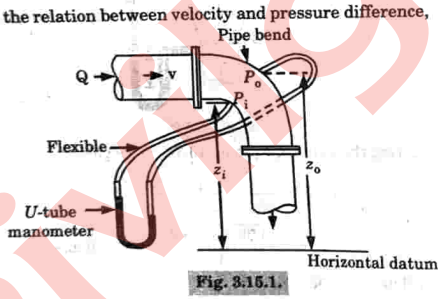

Fig. 3.15.1.
3. Now from Fig. 3.15.1, we see a pipe bend with two pressure p_o at outside wall p_i at inside wall of the pipe. These two points are connected to the limbs of U-tube manometer.